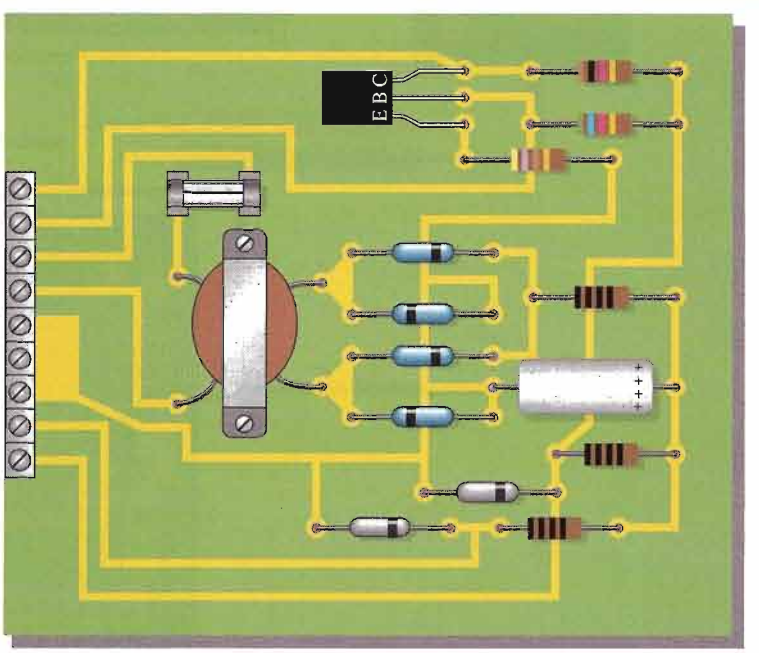

FIGURE 5–33
- Check out the printed circuit board in Figure 5–33 to verify that it is correct according to the schematic.
- Develop a step-by-step set of instructions on how to completely check the power supply and temperature-to-voltage conversion circuit for proper operation using the test points (circled numbers) indicated in the test bench setup of Figure 5–34. This particular thermistor is a tubular shaft with a threaded mount for inserting in a vessel. The oven-type device is a controlled-temperature chamber.